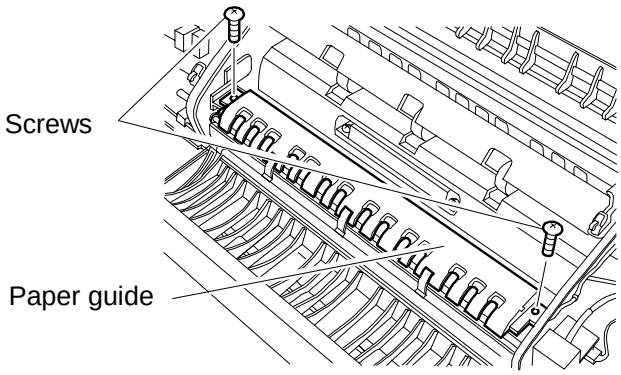

Fig. 5
4) Open the registration guide, and remove the 2 screws and then the paper guide. (Fig. 5)